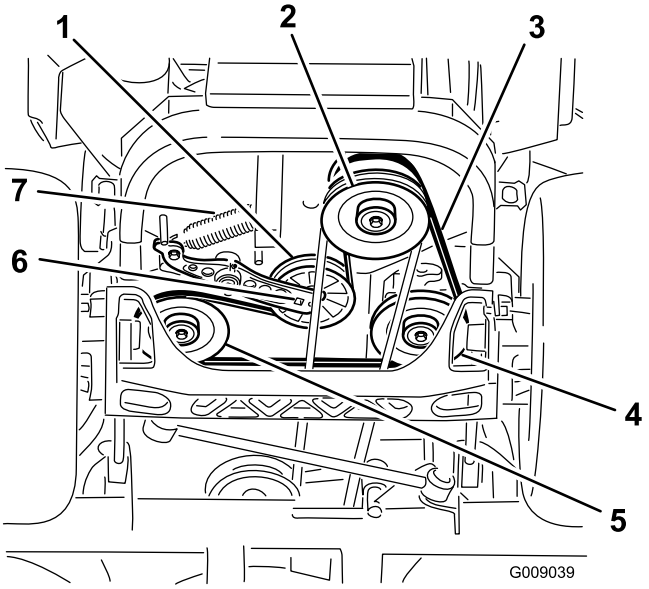

Figur 73
4. Løft opp maskinen og støtt den med jekkstøtter (Figur 73).
5. Bruk en skralle i det firkantede hullet i lederullarmen for å fjerne blindfjæren (Figur 73).
6. Hekt fjæren av rammen (Figur 73).
9. Bruk en skralle i det firkantede hullet i lederullarmen for å montere blindfjæren til rammen (Figur 73).